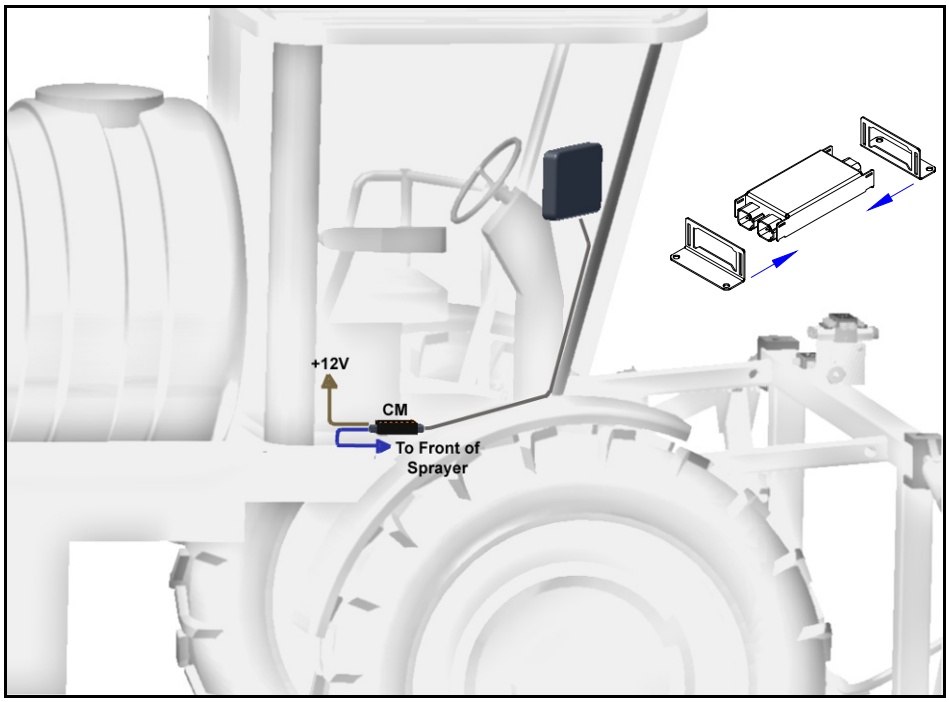

Figure 18: Control Module Mounting
1. Refer to **Figure 2** and **Figure 18**.